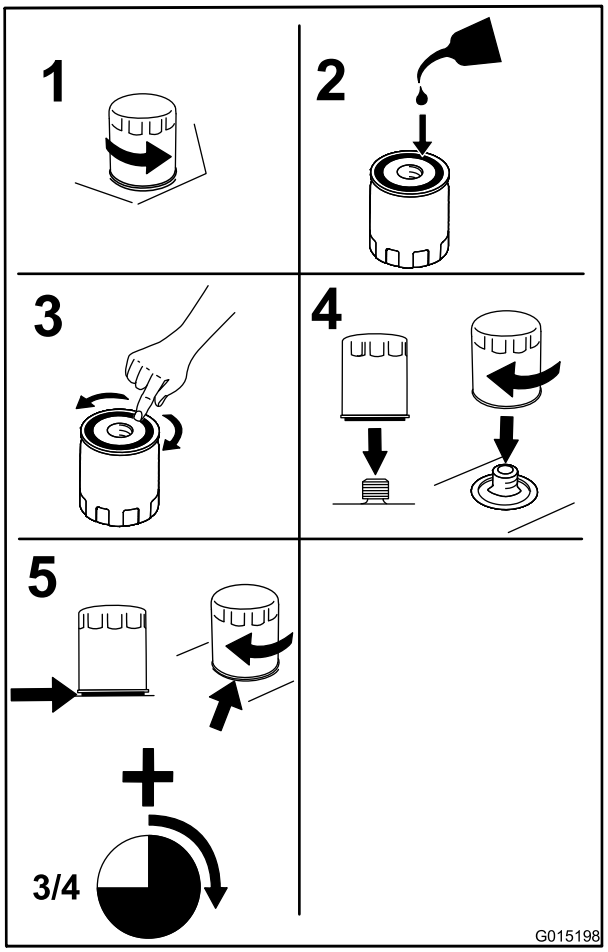

Figur 35
3. Byt motoroljefiltret såsom visas i Figur 35.